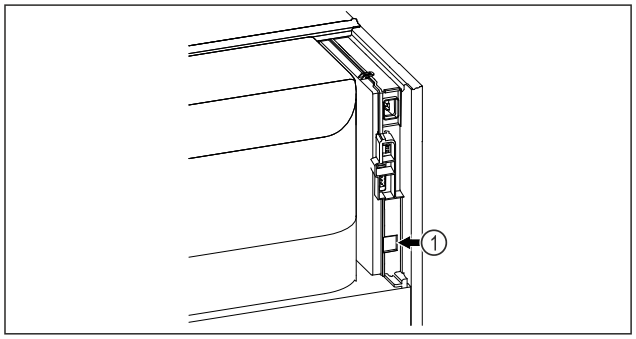

Fig. 73
❑ Le SmartModule *Fig. 73 (1)* est installé.